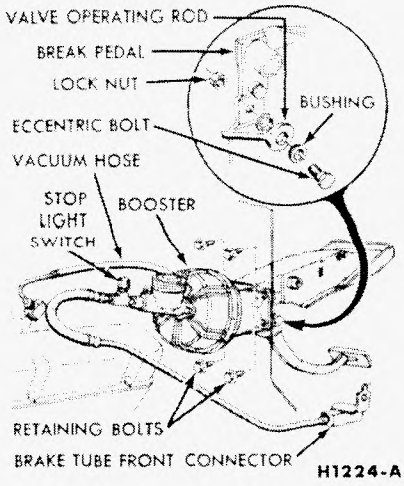

FIG. 49—Fairlane Brake Booster Installation—Typical of Galaxie
1. Working inside the car below the instrument panel, disconnect the booster valve operating rod (link) from the brake pedal assembly. To do this on the Fairlane, remove the nut and eccentric shoulder bolt (Fig. 49). On the Galaxie, remove the horseshoe-type retaining clip, then slide the link off the pin that is integral with the pedal.
2. Open the hood, and disconnect the wires from the stoplight switch at the brake master cylinder (Fig. 49). Remove the wires from the clip on the booster.
hole in the dash panel, and installing the retaining bolts (Fairlane) or nuts (Galaxie) (Fig. 49).